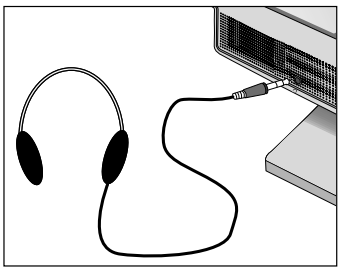

Figura E.1
5. Le cuffie possono essere collegate all’output “Cuffie” sulla parte anteriore del bordo esterno del monitor marcato “🎧” (**Figura E.1**). Mentre le cuffie sono collegate, viene disattivato il suono dagli altoparlanti. Le cuffie possono essere acquistate dal più vicino rivenditore di materiale elettronico.